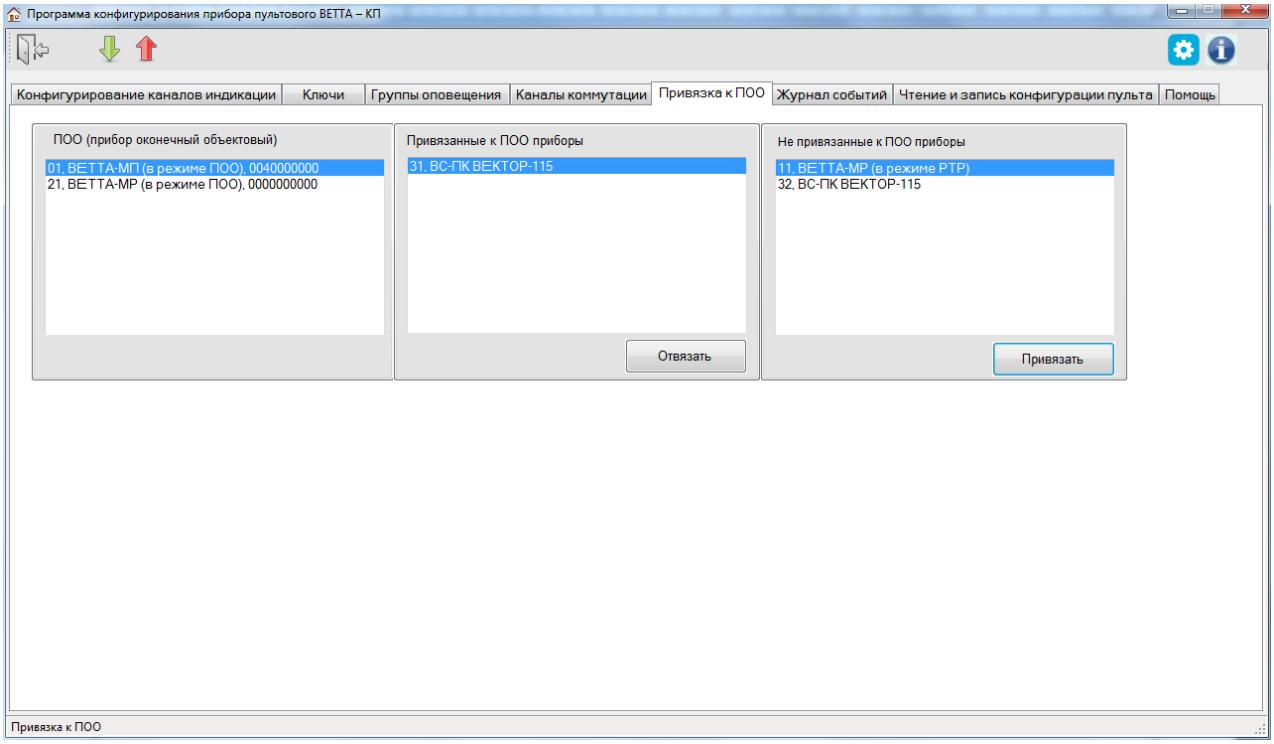

Рис. 27. Привязка/отвязка устройств к/от ПОО
4) После завершения чтения текущей конфигурации и запуска основного окна программы-конфигуратора, перейдите на вкладку «Привязка к ПОО» (Рис. 27).